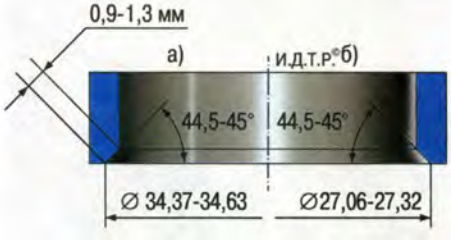

Рис. 5.7. Профиль седел клапанов: а – впускной клапан; б – выпускной клапан
31. Более значительные дефекты седел клапанов устраняют шлифовкой, выдерживая требуемые размеры (рис. 5.7). Седла рекомендуется шлифовать в специализированной мастерской, так как для проведения этой работы требуются специальные инструменты и оборудование.